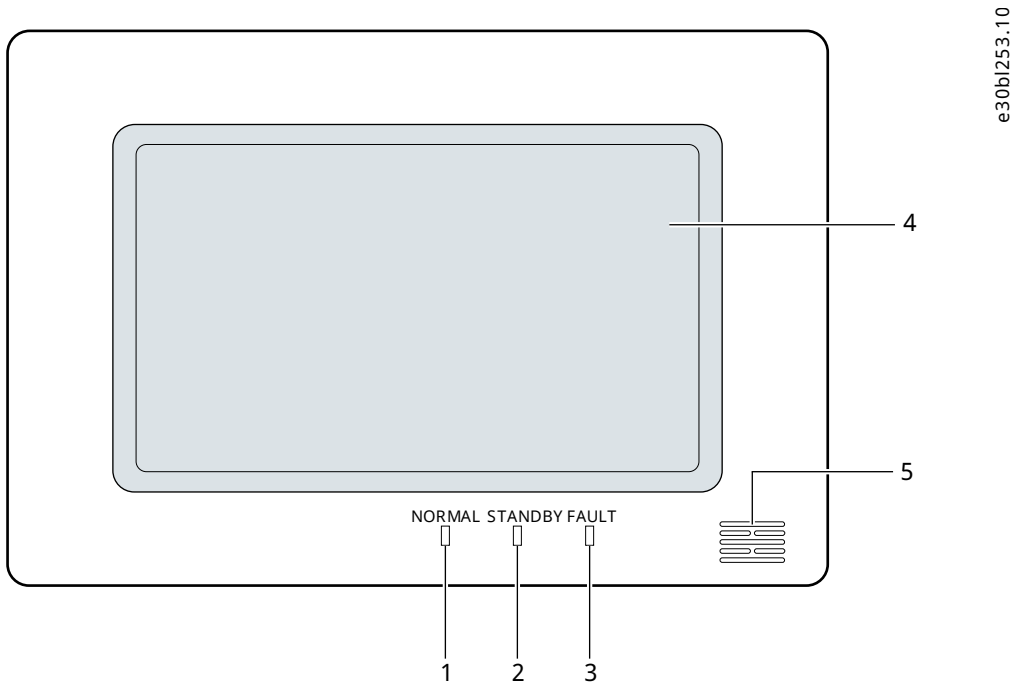
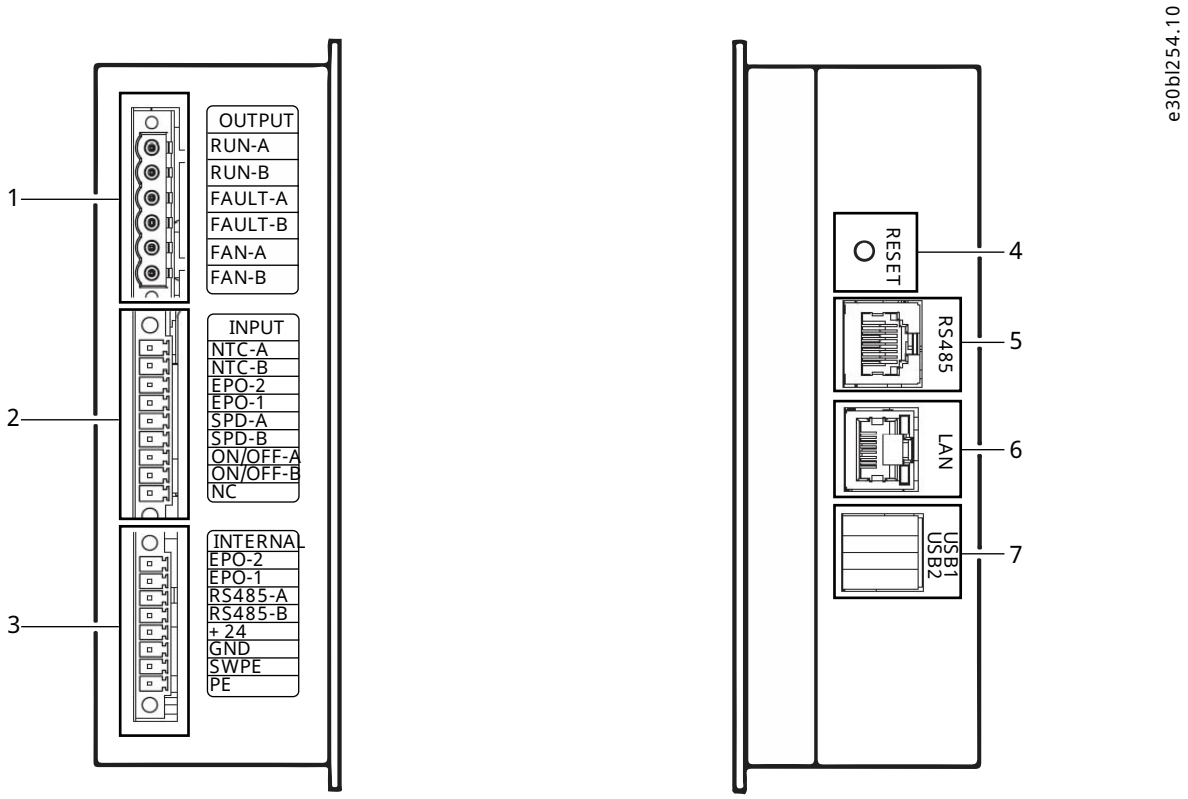

Figure 4: 7" HMI Touchscreen (Front)
Figure 5: HMI-F Left and Right Side
- 7'' HMI touchscreen display, refer to Figure 4, Figure 5.